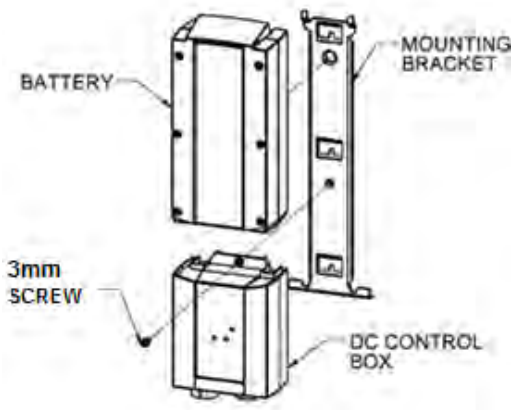

FIG. 16
5.1.1 For component understanding, FIG. 16 illustrates the exploded view of the battery, control box, and mounting bracket assembly.